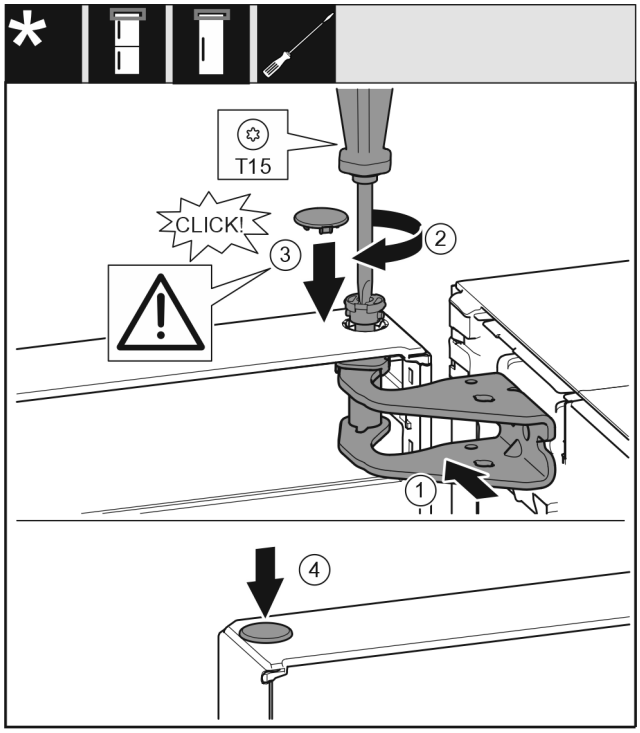

Fig. 21
▶ Align the top door with the opening in the swap bearing block *Fig. 21 (1)*.
▶ Insert the bolt *Fig. 21 (2)* and use screwdriver to tighten it.
▶ Insert the cover *Fig. 21 (3)*.
▶ Check that the cover *Fig. 21 (3)* is resting on the door.
▶ Insert the cover *Fig. 21 (4)*.